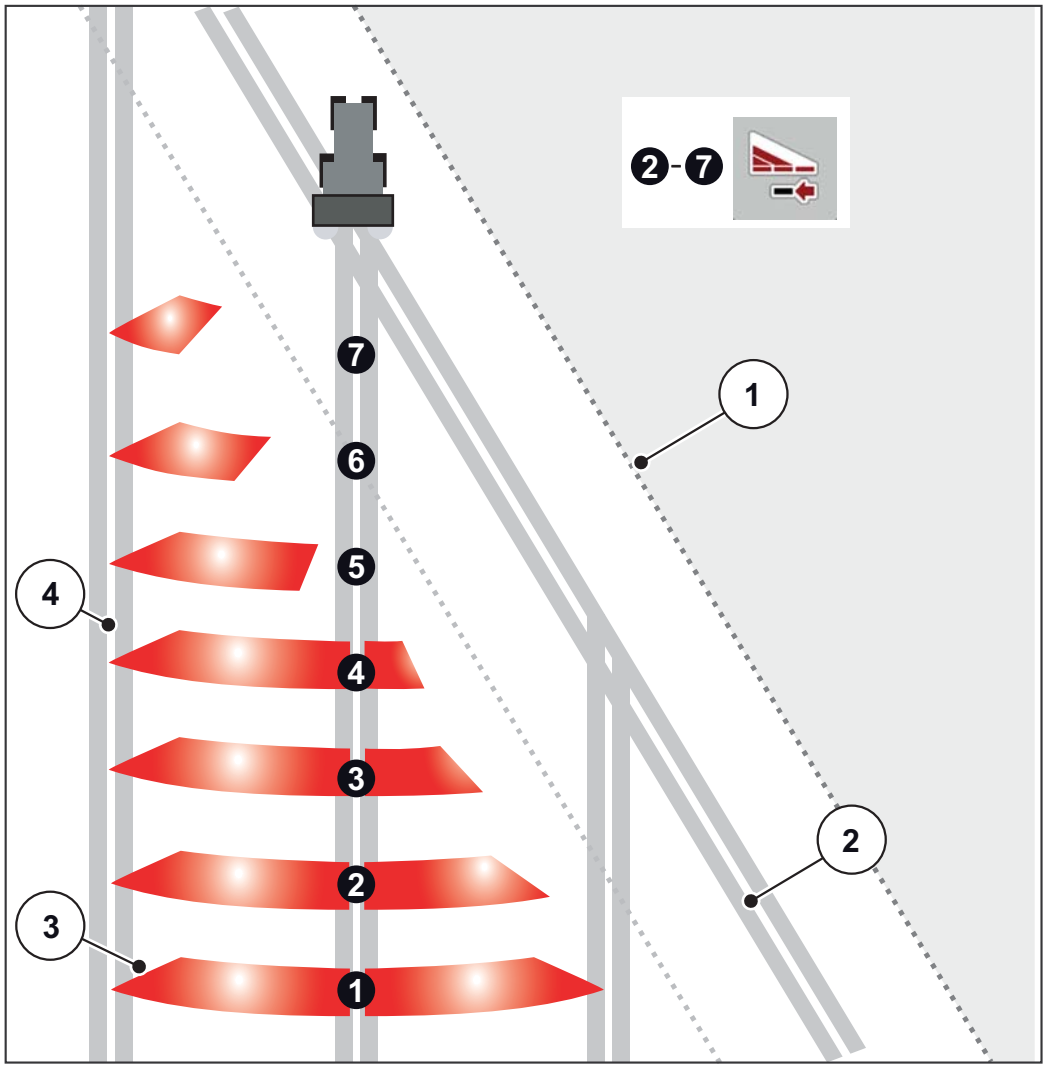

Rysunek 5.3: Automatyczne przełączanie szerokości częściowych
- **Tylko AXIS.2**: Przełączanie szerokości częściowej jest możliwe od zewnątrz do wewnątrz lub od wewnątrz na zewnątrz. Można ustawić do 8 stopni szerokości częściowych. Patrz rysunek 5.3.